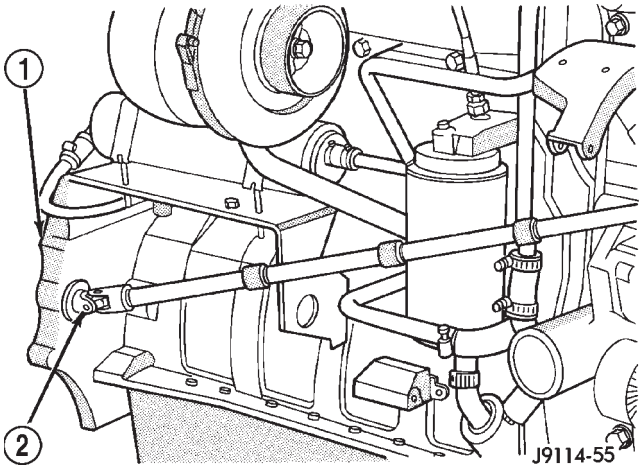

Fig. 35 Rotating Engine with Barring Tool
(10) The engine can be rotated with a barring tool such as Snap-On No. SP371, MTE No. 3377371 (Cummins Tool Division), or an equivalent. The opening for barring tool is located in rear flange of engine on exhaust manifold side (Fig. 35). Remove rubber access plug covering this opening.
(11) Insert barring tool into flywheel housing opening (Fig. 35).